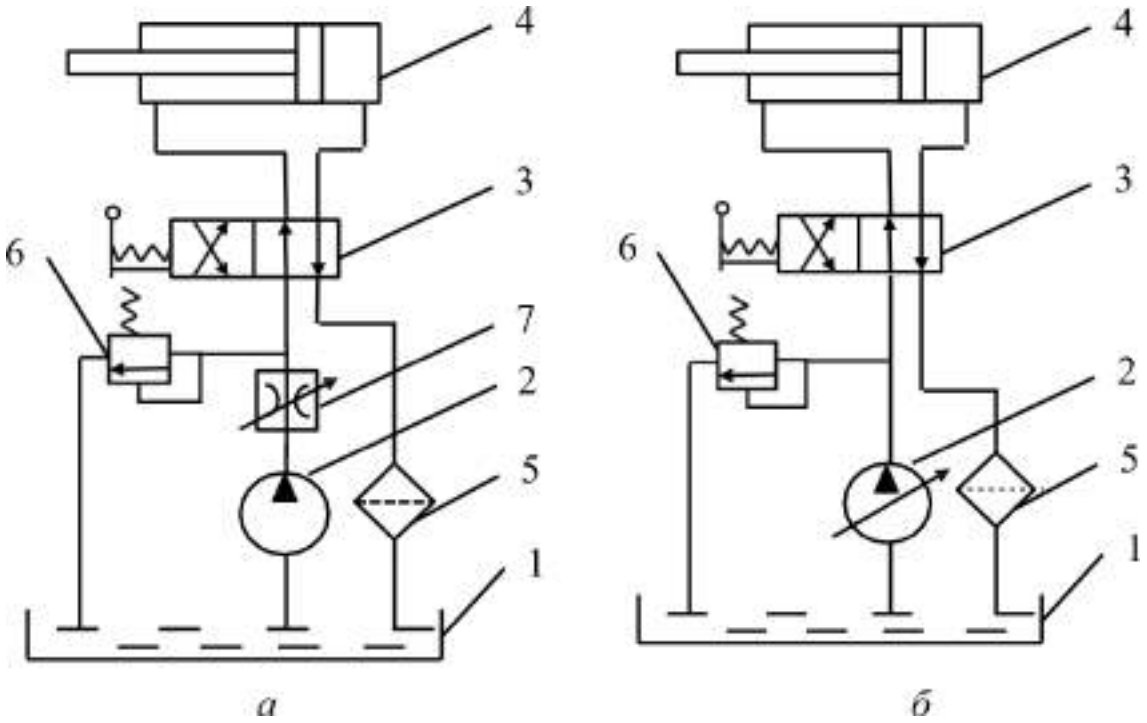

Рис. 1.5. Схемы гидроприводов с дроссельным (*а*)и объемным (*б*) регулированием:
– регулируемый гидропривод, в котором в процессе его эксплуата- ции скорость выходного звена гидродвигателя можно изменять по требу- емому закону. В свою очередь, регулирование может быть дроссельным (рис. 1.5, *а*), объемным (рис. 1.5, *б*), объемно-дроссельным. Регулирование может быть ручным или автоматическим. В зависимости от задач регули- рования гидропривод может быть стабилизированным, программным или следящим;
– гидропривод с разомкнутой системой циркуляции (рис. 1.5), в ко- тором рабочая жидкость постоянно сообщается с гидробаком или атмо- сферой. Преимущество такой схемы – хорошие условия для охлаждения и очистки рабочей жидкости. Однако такие гидроприводы громоздки и имеют большую массу, а частота вращения ротора насоса ограничивает- ся допускаемыми (из условий бескавитационной работы насоса) скоро- стями движения рабочей жидкости во всасывающем трубопроводе.